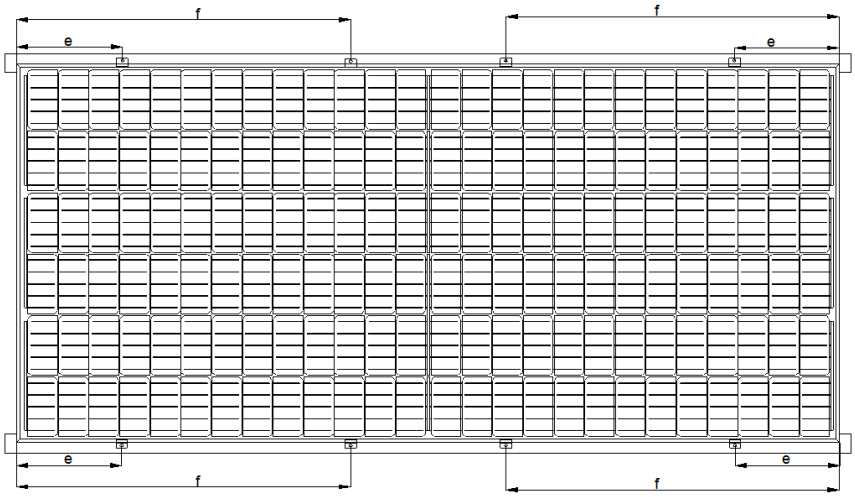

Figures 6: **339mm＜e＜389mm、859mm＜f＜909mm**
6) Long EdgePerpendicular to Array Rails (Figure 6)长边与阵列导轨垂直（图6）
The modules may also be mounted using clips on the long sides of the module when the array rails are perpendicular to the long sides, as shown in Figure 6. The clip centerlines must be between 339mm and 389 mm、859mm and 909 mm from the ends of the module. Note that the mounting clips should meet the minimum dimensions (catch width of 5mm and length of 30mm) shown in Figure 4 a). The array rails must support the bottom of the modules and must be continuous pieces (no breaks in the rail).
当长边与阵列导轨垂直时，也可以使用压块在组件的长边安装，如图6所示。压块的中心位置距离组件末端距离在339mm-389mm、859mm-909mm之间。注意：安装压块应满足最小尺寸（被卡住的5mm宽，30mm长）如图4 a）所示。阵列的导轨必须支撑组件的底部，导轨必须是连续的（导轨无断裂）。